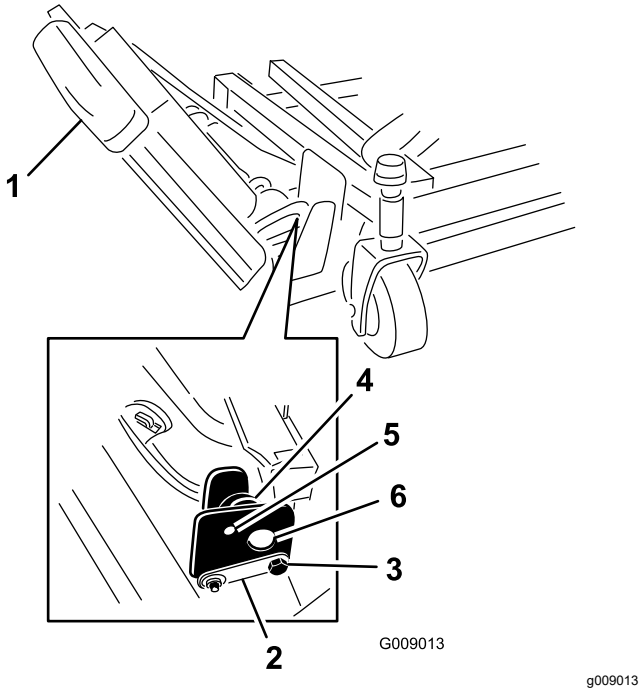

**Figuur 3**
1. Verwijder de moeren waarmee de voorste en de achterste aanslagbouten vastzitten aan de rechter maaidekbevestigingen (Figuur 3).
2. Verwijder terwijl u de rechter winglet ondersteunt de voorste en achterste aanslagbouten uit de maaidekbevestigingen (Figuur 3).